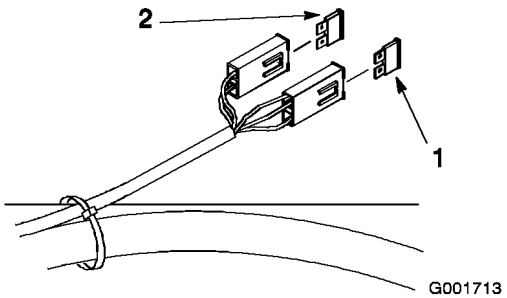

Figur 45
1. Lossa sätet och fäll upp det för att komma åt säkringshållaren (Figur 45).
3. Sätt i en ny säkring (Figur 45).